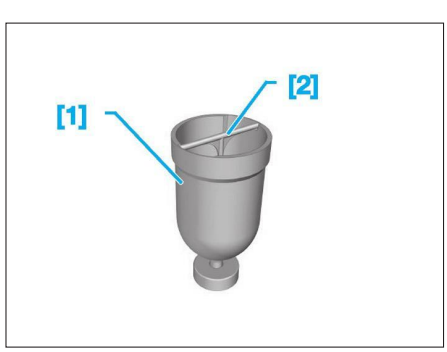

**Fig. 19**
- [1] Cylindre de charge (réf. 4520-T) **(Fig.19)**